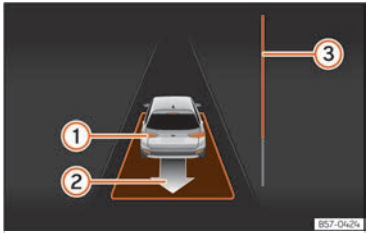

Fig. 143 On the instrument panel display: driving off from perpendicular parking.
- Reverse until the continuous ParkPilot signal sounds; **OR:** reverse until the instrument panel display shows the forward indication. The progress bar ③ ››› Fig. 143 indicates the distance to cover.